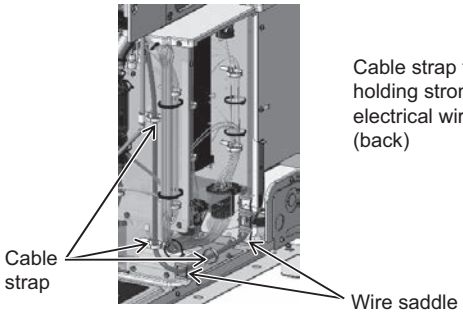

Figure 8
(11) Loosen the three cable straps holding the motor wiring outside and at the bottom of the main control box, and remove the wire from the two wire saddles. (See Figure 8.)